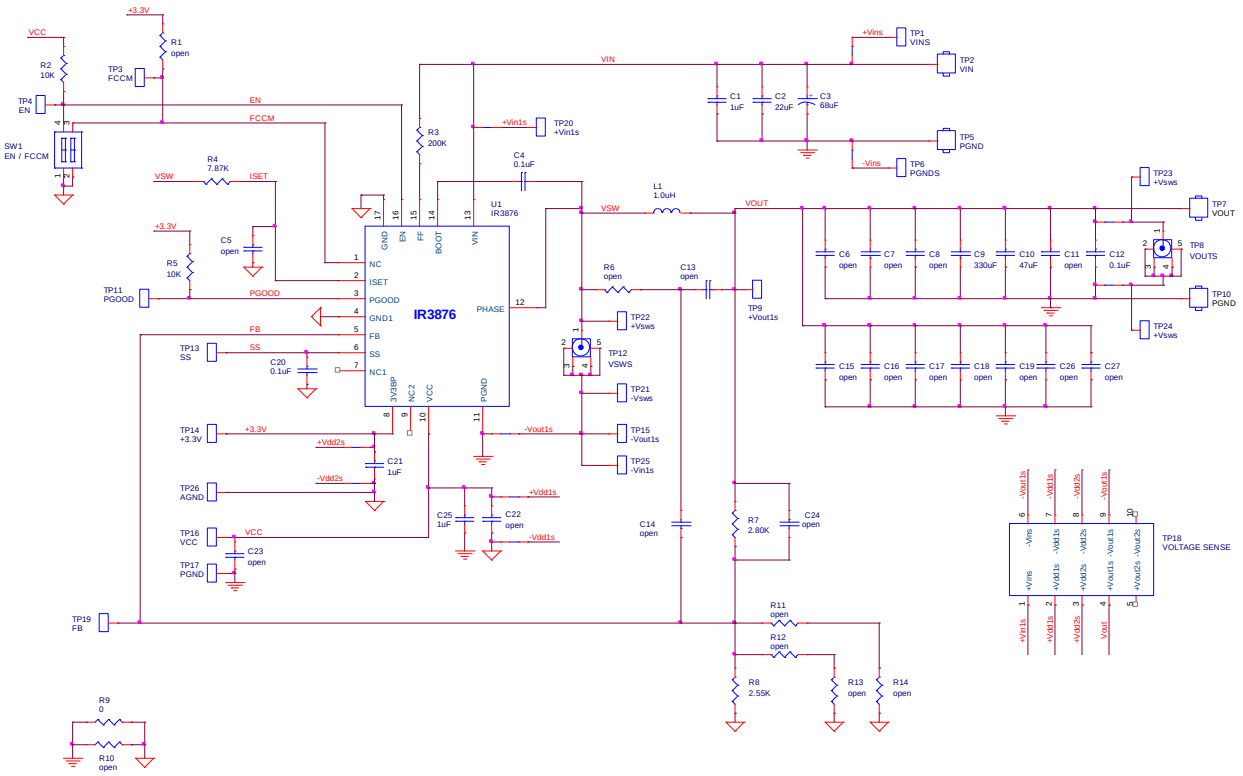

Figure 7. Typical Application Circuit for VOUT = 1.05V, Fs = 300kHz
Tested with demoboard shown in Figure 7, VIN = 12.6V, VCC = 5V, Vout = 1.05V, Fs = 300kHz, TA = 25°C, no airflow, unless otherwise specified
- For applications with all ceramic output capacitors, the ESR is usually too small to meet the stability criteria. In these applications, external slope compensation is necessary to make the loop stable. The ramp injection circuit, composed of R6, C13, and C14, shown in Figure 7 is required. The inductor current ripple sensed by R6 and C13 is AC coupled to the FB pin through C14. C14 is usually chosen between 1 to 10nF, and C13 between 10 to 100nF. R6 should then be chosen such that L/DCR = C13*R6.